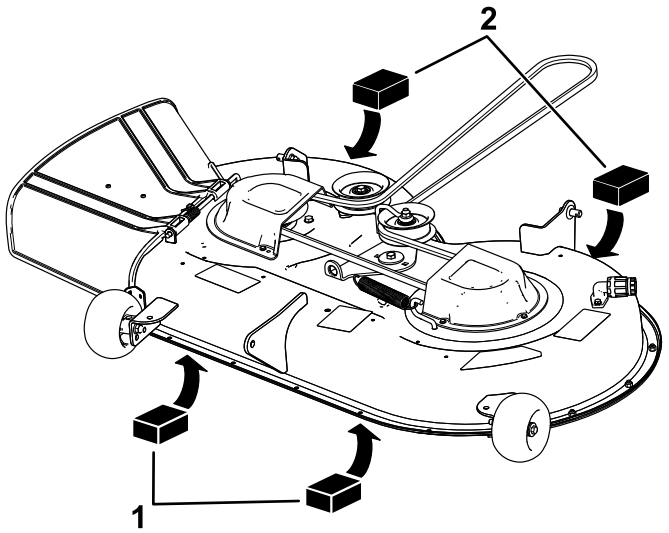

Figur 68
4. Lägg två klossar, var och en med en tjocklek på 6,6 cm, under var sida av klippdäckets framkant, men inte under antiskalpvalsens fästen (Figur 68).
5. Lägg två klossar, var och en med en tjocklek på 7,3 cm, under klippdäckskjolens bakkant, en på var sida av klippdäcket (Figur 68).